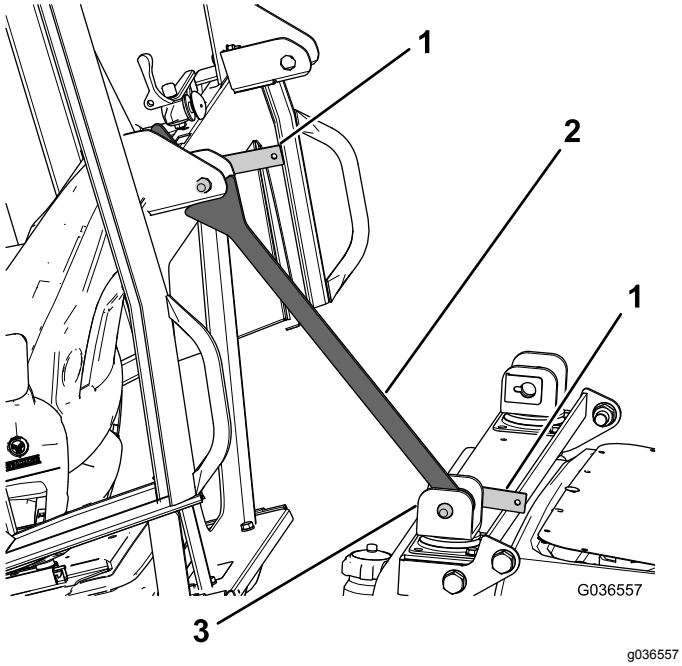

Figuur 22
C. Als de veiligheidsbeugel geborgd is, dient u de dwarsbalkbeugel naar de cabine te draaien zodat hij tegen de beugel achteraan de cabine rust (Figuur 22).
D. Steek de resterende borghendel door de bovenste beugel om ervoor te zorgen dat de veiligheidsbeugel op zijn plaats blijft (Figuur 22).